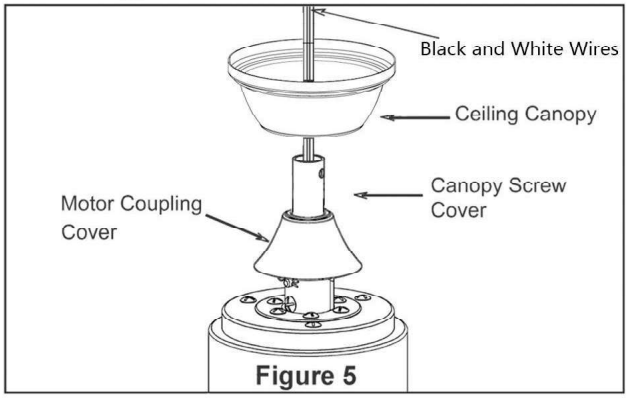

Figure 5
2. Route wires through motor coupling cover, and ceiling canopy.(Figure 5)